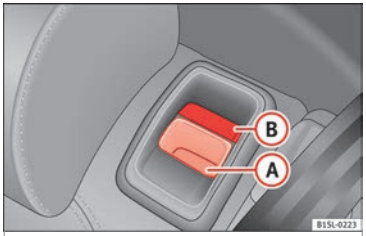

Fig. 132 Rear seat: unlock button (A); red marking (B)
- Pull the unlock switch ››› Fig. 132 (A) forwards whilst simultaneously lifting the rear seat backrest.
- The rear seat backrest is not engaged when the red marking of the button (B) is visible.